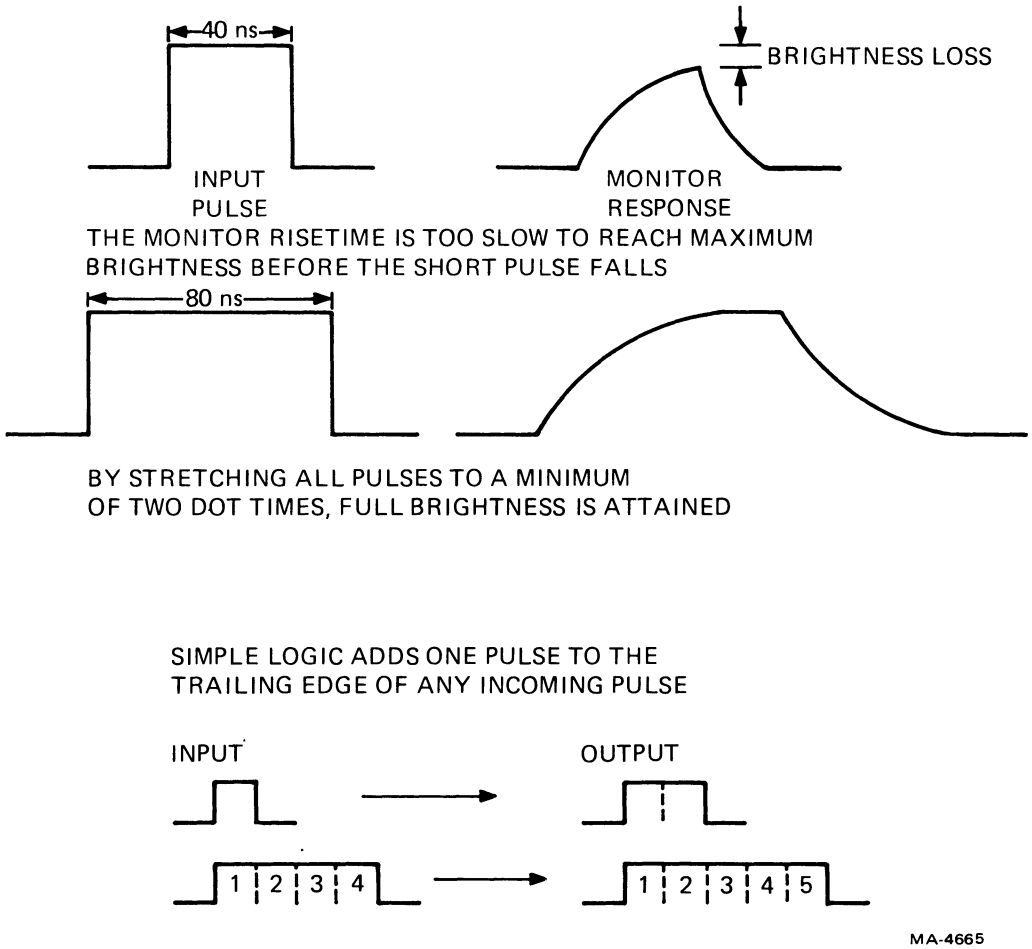
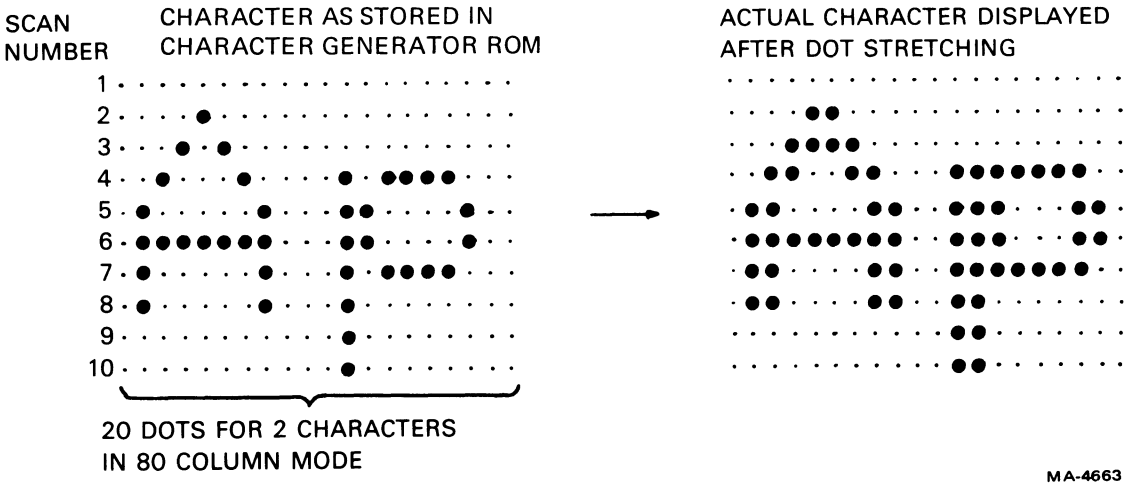

Figure 4-6-16 Dot Stretching
Figure 4-6-17 Dot Stretcher Example
4.6.3.9 Dot Stretcher – The dot stretcher reduces the video bandwidth required in the monitor (especially in 132 mode) by making the minimum dot width 80 nanoseconds. Wider dots give the CRT time to reach full intensity before turning off again. This makes vertical lines appear to have the same intensity as horizontal lines, rather than looking dimmer because of the brightness loss as illustrated in Figure 4-6-16. The dot stretcher works by delaying the VIDEO IN H signal by one dot time (using a flip-flop clocked by Dot Clock) and then ORing the undelayed and delayed signals. Figure 4-6-17 shows an example of the dot stretcher's operation.